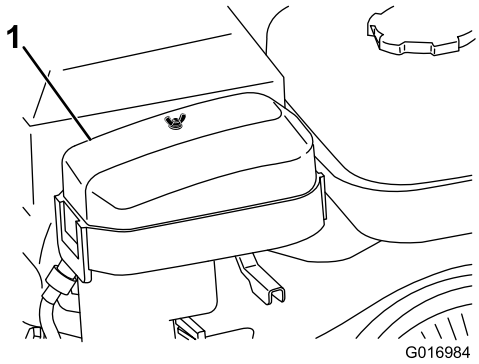

Rysunek 25
2. Usuń nakrętkę motylkową mocującą pokrywę filtra powietrza i zdejmij pokrywę (Rysunek 25).